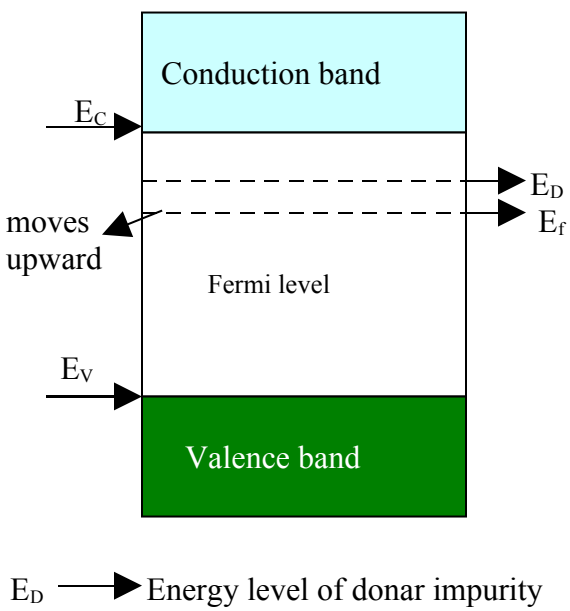

Figure 1.10 (a) Energy level diagram for n-type semiconductor
- The donar energy level (E_D) is just below conduction band level (Ec) as shown in figure1.10(a). Due to a large number of free electrons, the probability of electrons occupying the energy level towards the conduction band will be more hence, fermi level shifts towards the conduction band.